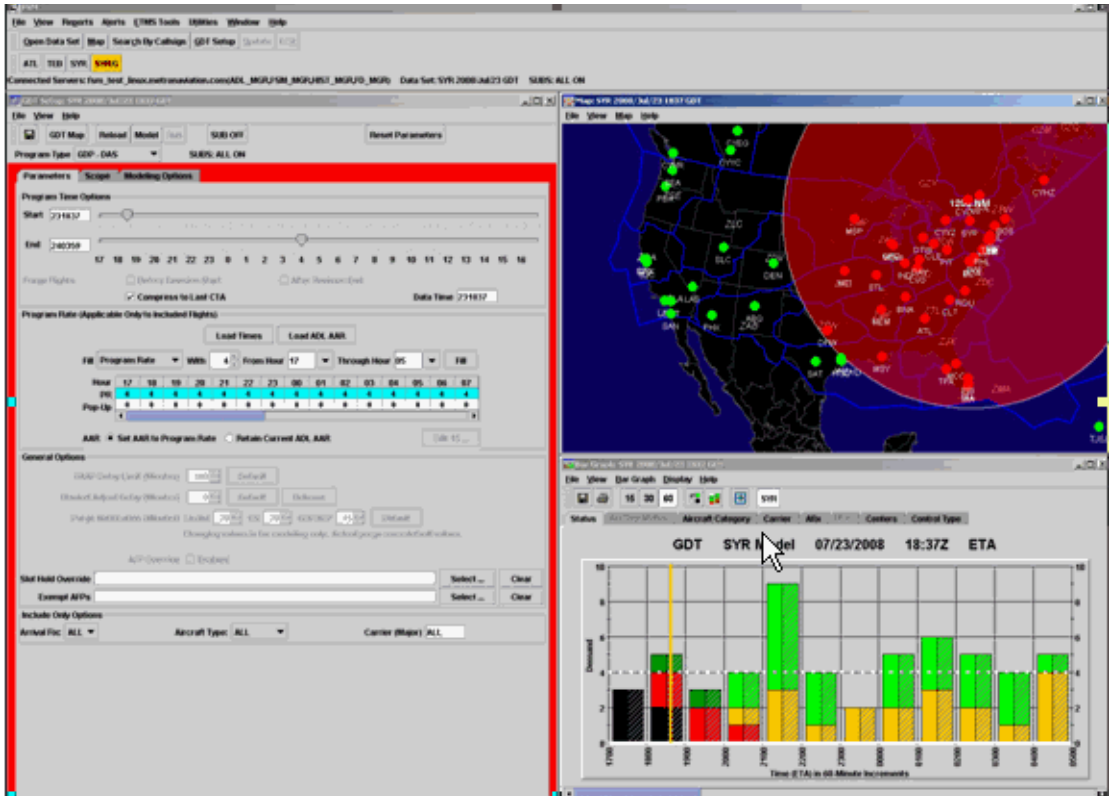

Figure 15 - 9 : SYR GDP Parameters Selected
2. Set up your desired GDP Parameters as normal (see Figure 15 - 9).